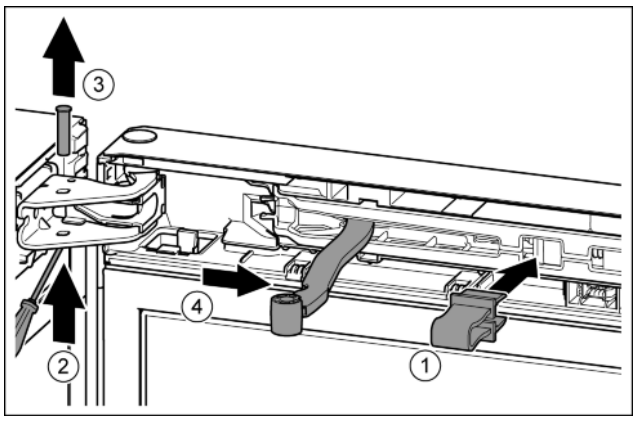

Fig. 11
▶ Borging in de opening klikken. *Fig. 11 (1)*
▶ Bout met schroevendraaier eruit schuiven. *Fig. 11 (2)*
▶ Bout vanaf de bovenkant eruit halen. *Fig. 11 (3)*
▶ Scharnier in de richting van de deur draaien. *Fig. 11 (4)*